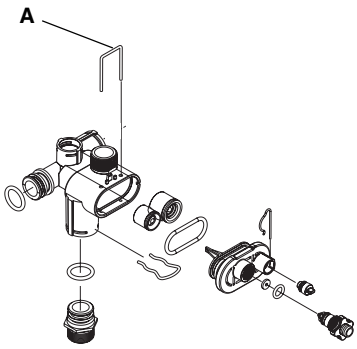

Fig. 27
6.19 AUTOMATIC BY-PASS (fig. 27)